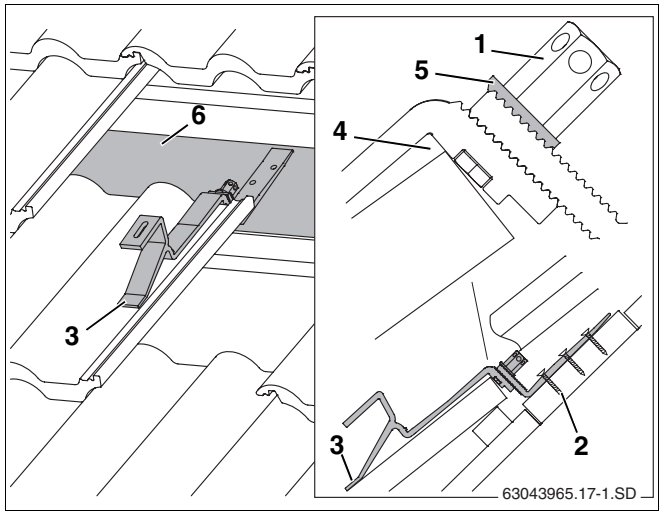

Rys. 15 Zawieszony hak dachowy (rysunek nie przedstawia wszystkich dachówek)
- Tak ułożyć wspornik na dachówce, aby obciążenie znalazło się w zagłębieniu pofalowania (rys. 15, **poz. 3**).
Hak dachowy musi mieć trochę luzu na górnej krawędzi dachówki (rys. 15, **poz. 4**). W razie potrzeby dopasować dachówkę u góry.
- Przesunąć dolną część haka dachowego, tak aby przylegała ona do krokwi lub do deski/belki (rys. 15, **poz. 6**).
Zazębiona podkładka (rys. 15, **poz. 5**) musi wejść w zazębienie dolnej części haka dachowego.
- Dociągnąć długą nakrętkę sześciokątną (rys. 15, **poz. 1**). W tym celu włożyć klucz SW 5 w otwór nakrętki sześciokątnej i obracać nim.
- Zamocować dolną część haka dachowego do krokwi przynajmniej w pierwszym (rys. 15, **poz. 2**) i drugim otworze, używając odpowiednich śrub.